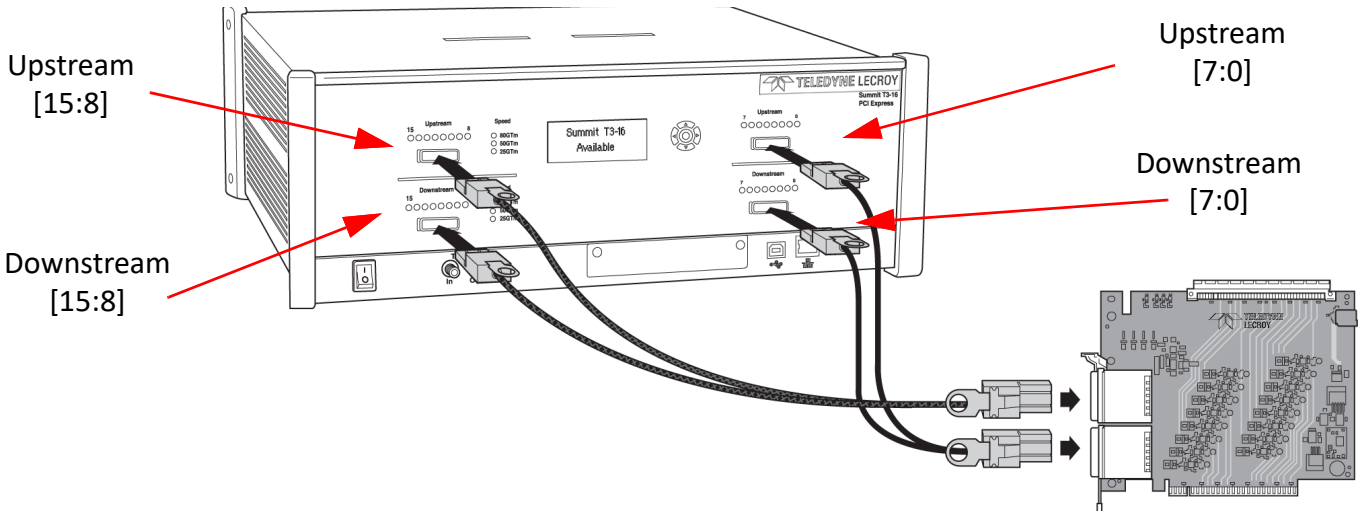

Figure 3.29: Connecting the Summit T3-16 Analyzer to the Device Under Test Using a Gen2 Passive Interposer
- **iPass Y-Cable**: The cable supports eight lanes from two directions. Side A of the probe cable connects to the Upstream port on the Analyzer (on the top right in the drawing above), and Side B of the probe cable connects to the Downstream port (on the bottom right). See Figure 3.29 on page 95.